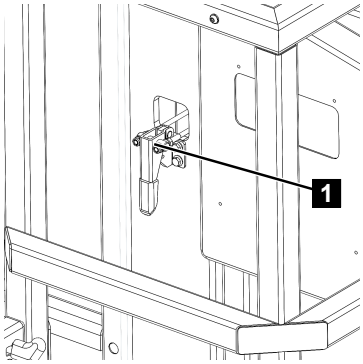

Fig. 121
5. Release the tension on the clamping element (Fig.121/1) by pulling it up and releasing the shackle.